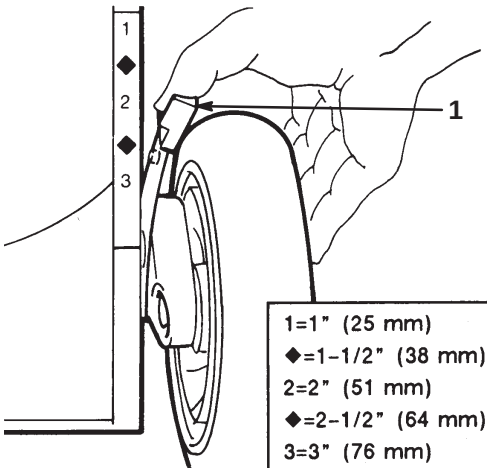

Bild 12
3. Drücken Sie den Höheneinstellhebel in Richtung des Rades und bewegen ihn in die gewünschte Stellung (Bild 12).